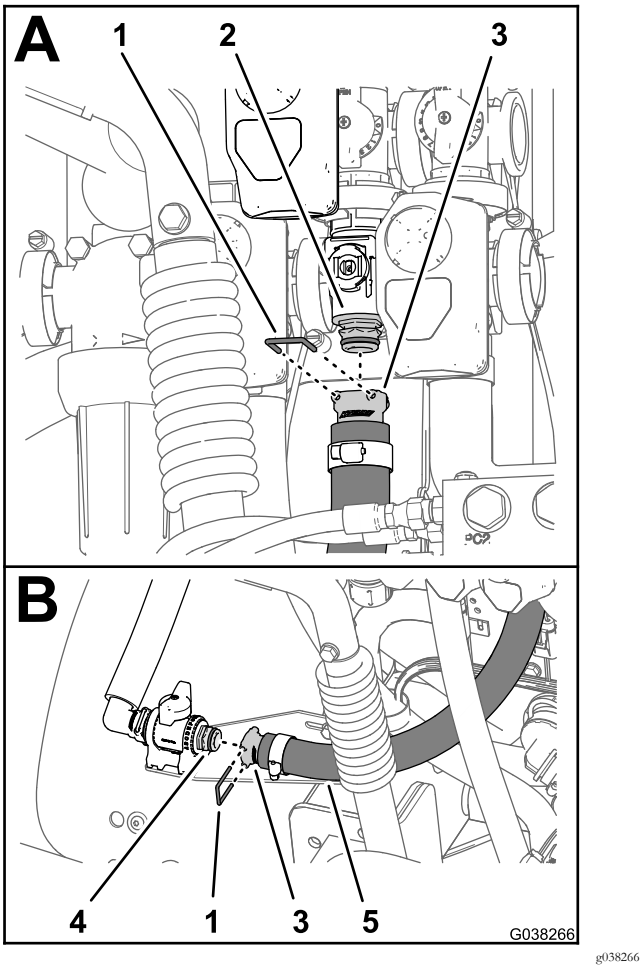

Figura 66
1. Monte a união de ligação rápida (estriada reta) da tubagem de fornecimento da agitação (2,5 x 72 cm) no acoplador rápido da válvula de controlo da agitação com o retentor que foi fornecido com o tubo (Figura 66).